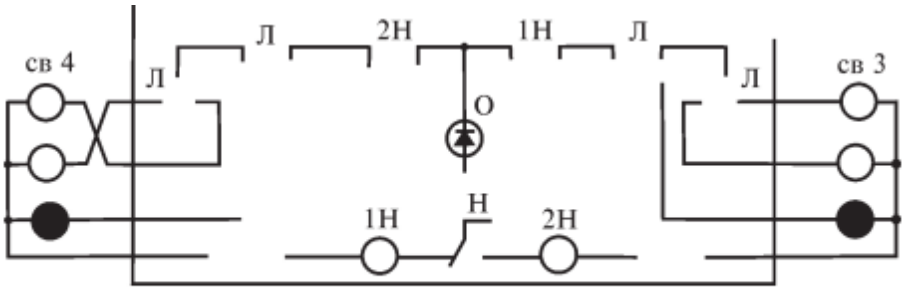

Рис. 24. Схема линейной цепи двусторонней автоблокировки
1. Покажите на схеме (рис. 24) пропуск тока по сигнальной цепи при горении красного, желтого, зеленого огня.
1. Вычертить схему линейной цепи двусторонней автоблокировки (рис. 24) и показать (разными цветами) на схеме путь прохождения тока по сигнальной цепи при горении красного, желтого, зеленого огня.
2. Объясните работу схемы при нажатии кнопки «Смена направления» (рис. 24).
3. Покажите на схеме и поясните путь прохождения тока по сигнальной цепи при горении красного огня (рис. 24).
4. Покажите на схеме и поясните путь прохождения тока по сигнальной цепи при горении желтого огня (рис. 24).